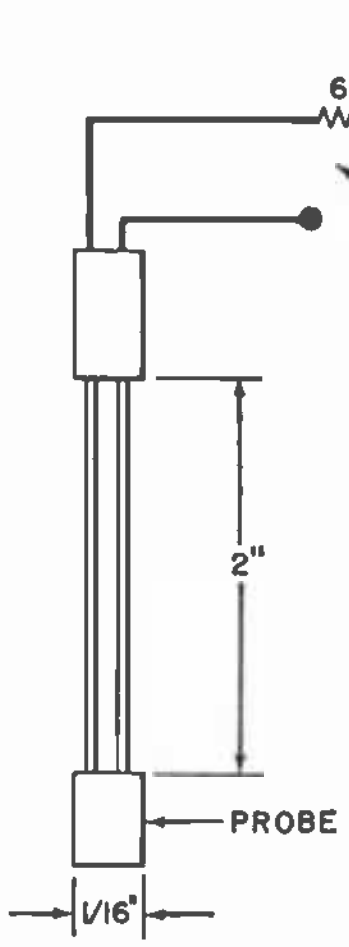

Fig. 1. Tester is simple series d.c. loop. Probe is homemade with wire and epoxy cement.
**The circuit** (see Fig. 1) of the photographic wash tester is very simple, consisting of a series circuit loop. It is self-powered by battery *B1*. Power is applied and removed by switch *S1*. Meter *M1* is the visual indicator, and resistor *R1* is used to limit the flow of current around the loop to a safe value.
Referring to Fig. 1, wire together the